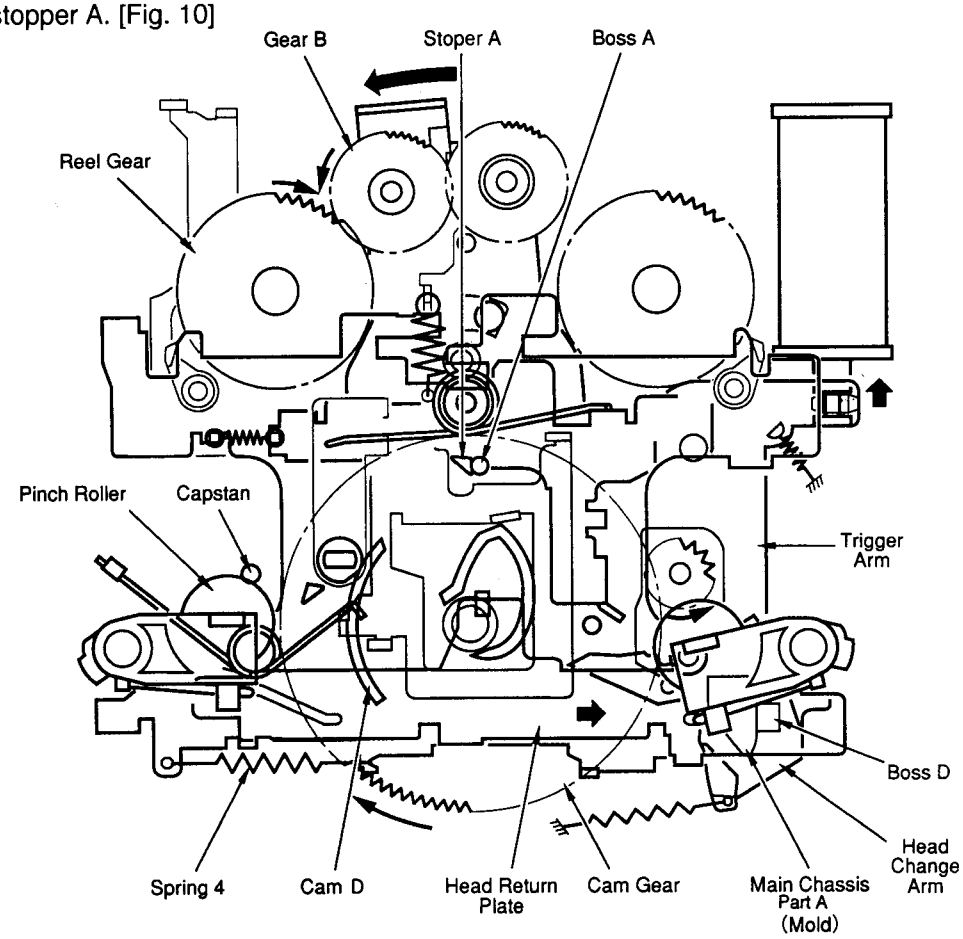

FIG. 10
2. After 300 ms, SOL is turned ON for 205 ms. Boss A of the the tip of the trigger arm comes apart from the cam gear's stopper A. [Fig. 10]